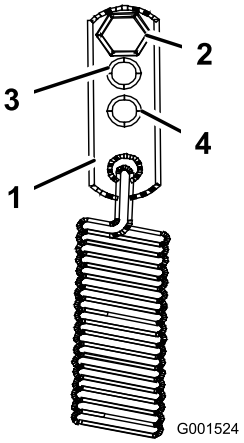

Figuur 40
3. Voor een zwaardere aandrijfinstelling verplaatst u de koppelingen van de veerverankeringen naar de gemiddelde of zware stand (Figuur 40). De koppelingen van de veerverankeringen zijn bevestigd aan de bovenste achterhoek van de schermen voor de hydraulische aandrijving aan de linker- en rechterzijde van de machine.